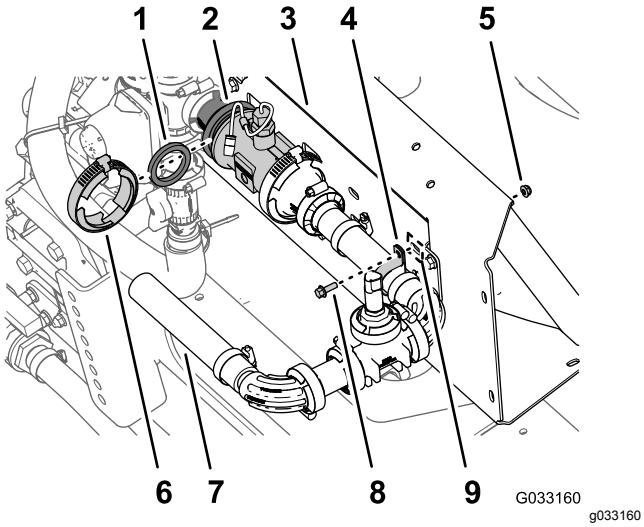

Figur 84
1. Rikta in packningen (2 1/4 tum) som du tog bort i steg 3 i Ta bort anslutningsröret och reduceradaptern (sida 22) mellan flödesmätaren och den reduceradapter som sitter till höger på huvudreglerventilen (Figur 84).
2. Montera packningen, flödesmätaren och reduceradaptern löst (Figur 84) med en flänsklämma (76 mm) som du tog bort i steg 2 i Ta bort anslutningsröret och reduceradaptern (sida 22).
3. Fäst tryckomvandlaren och grenröret i skåran på grenrörsfästet med en R-klämma, flänsskruv (1/4 x 3/4 tum) och flänslåsmutter (1/4 tum) enligt Figur 84.